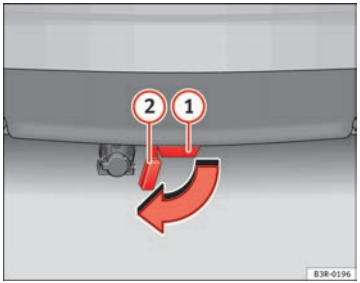

Abb. 155 Hinterer Stoßfänger: Verschlussdeckel öffnen
– Klappen Sie den Verschlussdeckel (2) ⇒ Abb. 155 des Aufnahmeschachts (1) unterhalb des Stoßfängers bis zum Endanschlag heraus. Der Verschlussdeckel verrastet am Endanschlag automatisch.